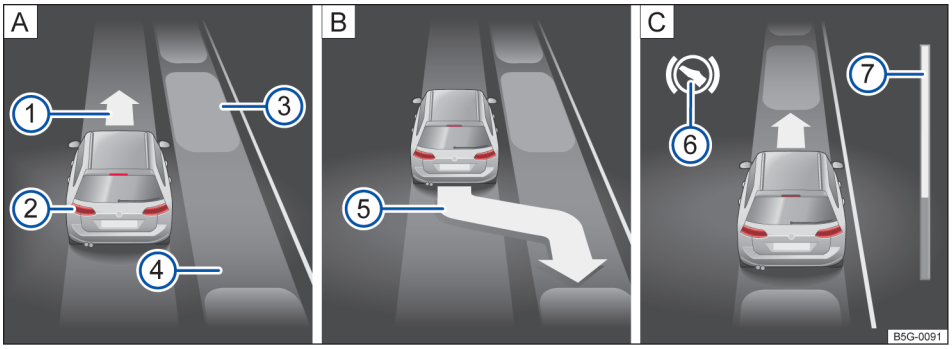
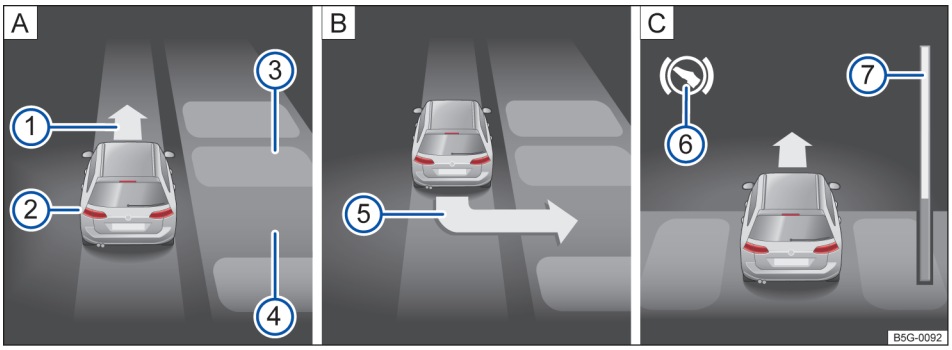

图 174 组合仪表显示器上：与路面平行泊车。A 寻找停车位，B 泊车的位置，C 调车 ▶
图 175 组合仪表显示器上：与车道垂直泊车。A 寻找停车位，B 泊车的位置，C 调车
→ 图 174 或→ 图 175 的图例：
在组合仪表的显示器中，进度条显示→ 图 174 ⑦ 或→ 图 175 ⑦ 以符号方式呈现出待行驶的相对距离。距离越长，进度条上的填满状态越大。向前行驶时，进度条的填满部分往上递减，倒车行驶时，进度条的填满部分往下递减。
2.	注意组合仪表显示器中的显示，是否侦测到「合适的」停车位或横向停车位，是否到达 正确的泊车位置→ 图 174 B 或→ 图 175 B 。
6.	倒车行驶直到泊车雷达系统发出持续音讯号。 **或**：倒车行驶，直到组合仪表显示器上出现向前行驶要求→ 图 174 A ① 或 → 图 175 A ① 。 **或**：直到组合仪表显示器中显示讯息：**泊车转向辅助结束。**
智能泊车辅助系统控制汽车前进或倒车，直到汽车笔直停在停车位或横向停车位中为止→ 图 174 C 或→ 图 175 C 。